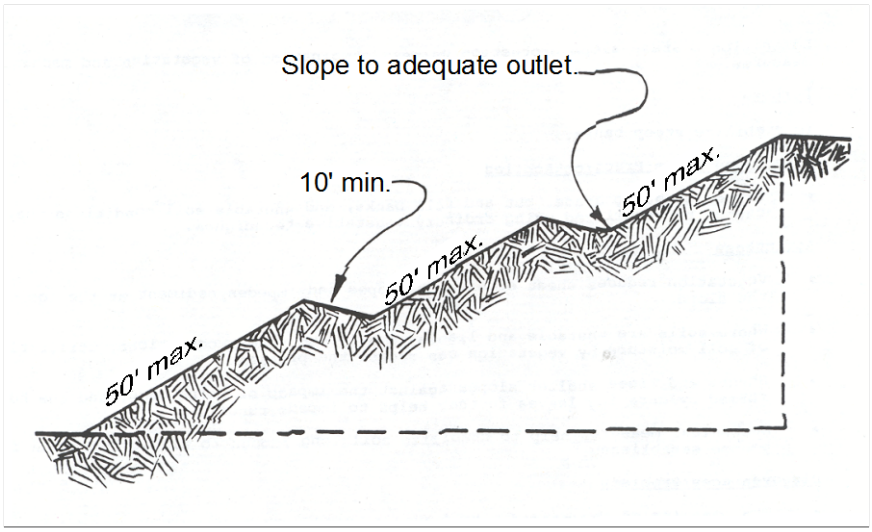

Figure 4.1.6 – Gradient Terraces
- Gradient terraces normally are limited to denuded land having a water erosion problem. They should not be constructed on deep sands or on soils that are too stony, steep, or shallow to permit practical and economical installation and maintenance. Gradient terraces may be used only where suitable outlets are or will be made available. See Figure 4.1.6 for gradient terraces.